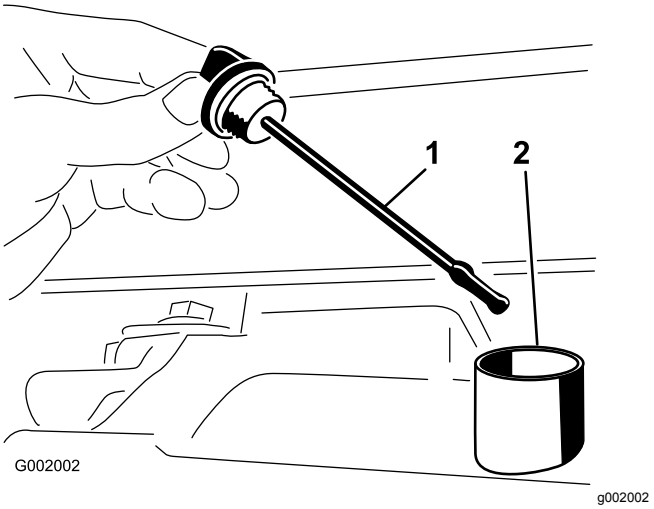

Rysunek 54
2. Wyciągnij wskaźnik poziomu oleju w skrzyni biegów i przetrzyj go czystą szmatką (Rysunek 54).